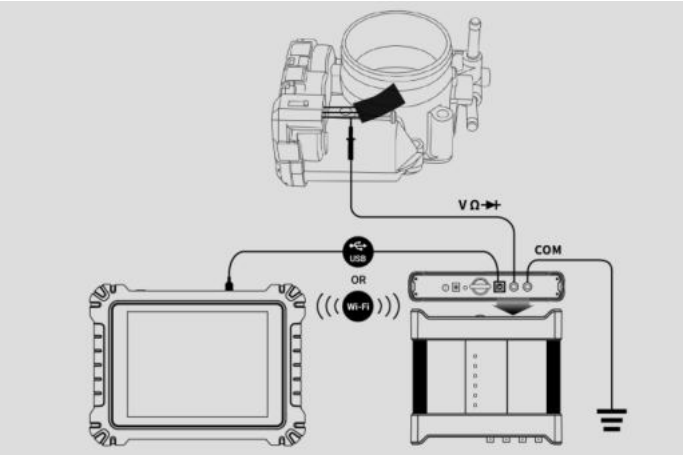

Figure 7-1 ***Sample Connection Diagram***
1. Insert the applicable test leads or probe terminal ends into the multimeter jacks to complete the connection (refer to ***Figure 7-1***).